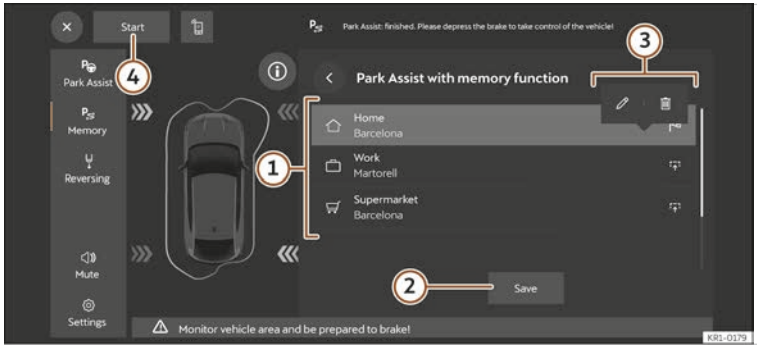

**Fig. 148** Schematic representation: Park Assist with memory function menu.
4. Select the function button, assign the symbol you want (››› Fig. 148 ①) and confirm it.
3. Press the **Start** button ››› Fig. 148 ④.